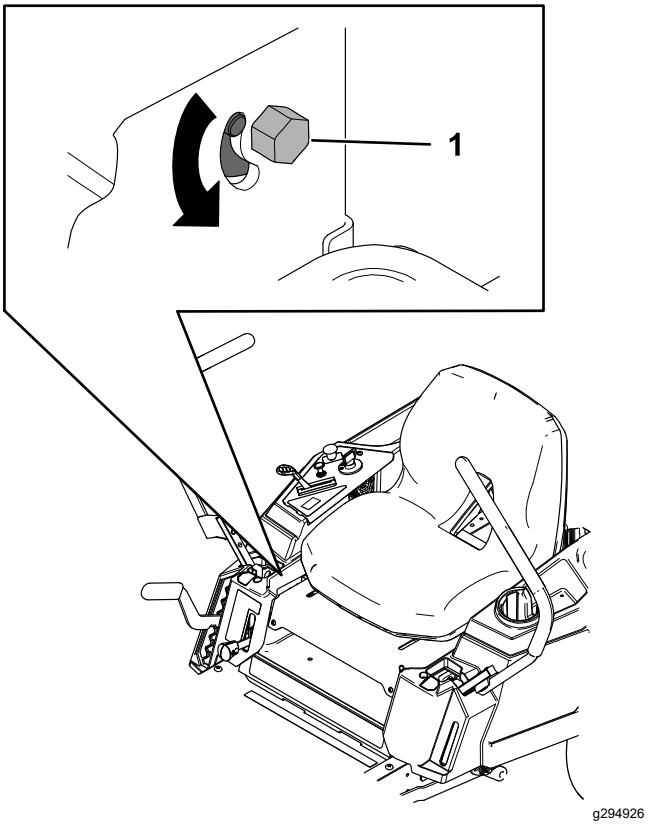

Figura 54
3. Localice el perno de ajuste de la dirección junto a la palanca de control de movimiento en el lado concreto que necesite ajuste (Figura 54).